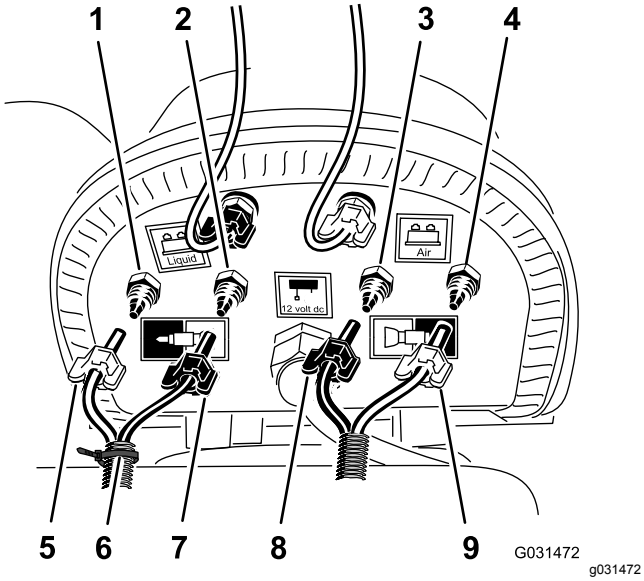

Figuur 8
1. Bij het verbindingspaneel van de compressor voor de schuimmarkeerderset: bevestig een kabelbinder rond de doorzichtige en blauwe buis voor de rechterspuitboom (Figuur 8).
2. Maak de klemmoeren los van de 2 doorzichtige en 2 blauwe buizen voor de schuimspuitdoppen aan de linker- en rechterspuitboom (Figuur 8).
3. Verwijder de 4 buizen uit de klemkoppelingen van de spuitbomen (Figuur 8).